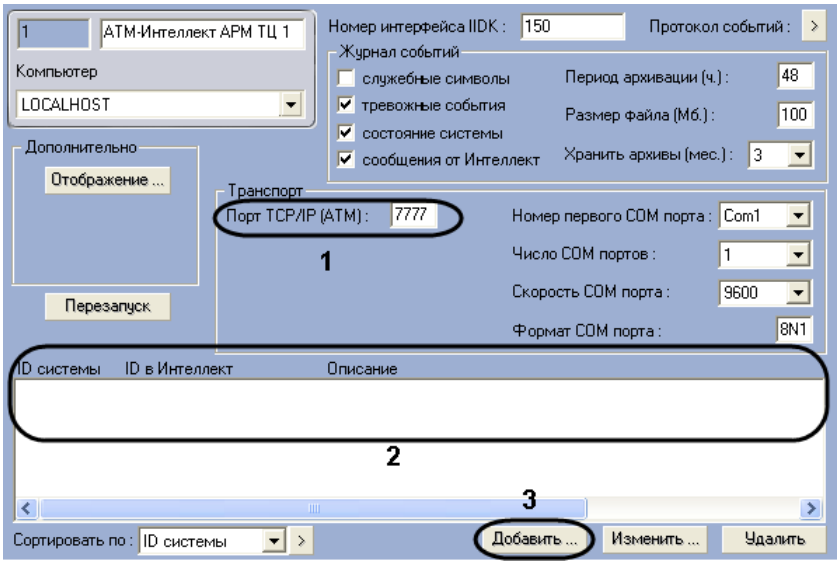

Рис. 5.3—1 Настройка соединения
1. Перейти на панель настройки объекта **АТМ-Интеллект АРМ ТЦ** (Рис. 5.3—1).
2. В поле **Порт TCP/IP (ATM)** указать номер порта для связи по протоколу TCP/IP с удаленными *АТМ-Интеллект АРМ ТЦ* (см. Рис. 5.3—1, 1).